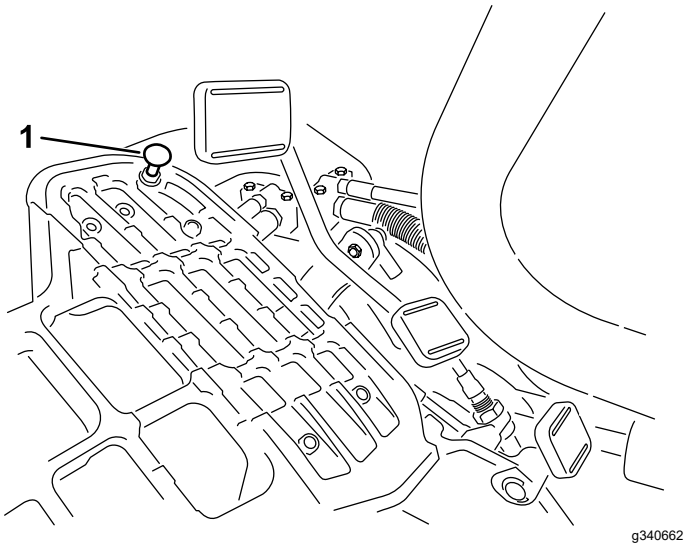

Figura 44
Para obtener la velocidad máxima de transporte, ponga la palanca de control funcional en la posición de TRANSPORTE y pise el pedal de tracción. Si el pedal toca el tope (Figura 44) antes de que se note tensión en el cable, ajústelo como se indica a continuación:
1. Ponga la palanca de control funcional en la posición de TRANSPORTE y afloje la contratuerca que fija el tope del pedal a la chapa del suelo (Figura 44).